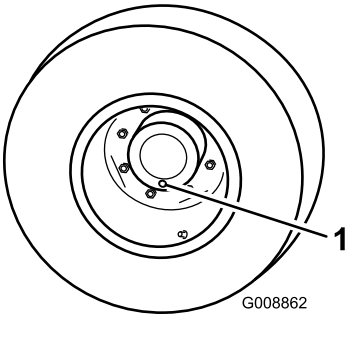

Figuur 89
1. Zet de machine op een egale ondergrond en draai een wiel zo dat een van de controlepluggen helemaal onderaan staat (Figuur 89).